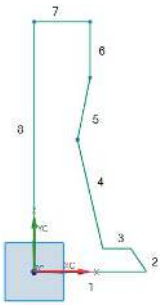

Figure 3-36 *The sequence for drawing the profile*
2. Follow the sequence given in Figure 3-36 for drawing the sketch. Draw the rest of the entities of the sketch. For better understanding, the sketch has been numbered and temporary dimensions have been hidden.